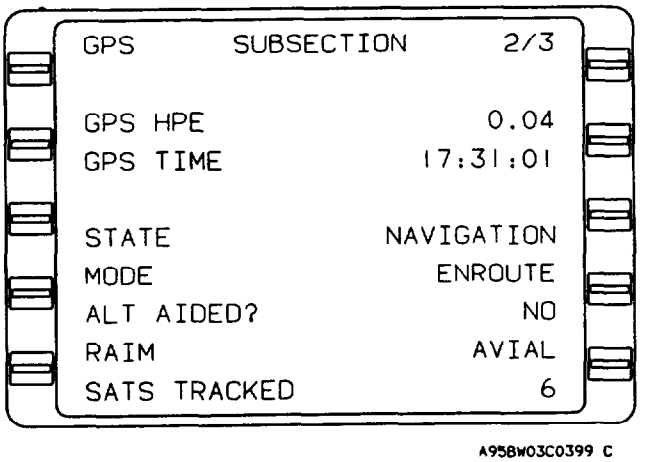

Figure 3-35. GPS Subsection 2/3 Page
(3) GPS SUBSECTION 3/3 page (fig. 3-35). This page displays the status of the GPS receiver. The GPS receiver is an 8 channel receiver. Information on up to 8 satellites can be displayed under 6 column titles as follows: